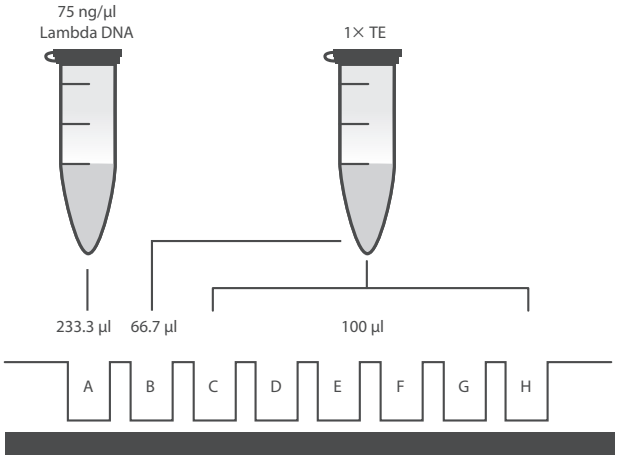

Figure 1: Workflow Standards—Preparation of Lambda DNA
a. Transfer 233.3 µl of 75 ng/µl lambda DNA to well A1 of a 96-well 0.65 ml midi plate (Figure 1).
b. Transfer 66.7 µl of 1× TE to well B of column 1 of the same 96-well 0.65 ml midi plate (Figure 1).
c. Transfer 100 µl of 1× TE to wells C, D, E, F, G, and H of column 1 of the same 96-well 0.65 ml midi plate (Figure 1).
d. Serially dilute lambda DNA by transferring 133.3 µl of lambda DNA from well A1 into well B1 (Figure 1). Pipette mix contents of well B1 five times, then transfer 100 µl from well B1 into well C1. Pipette mix contents of well C1 five times, then transfer 100 µl from well C1 into well D1. Pipette mix contents of well D1 five times, then transfer 100 µl from well D1 into well E1. Pipette mix contents of well E1 five times, then transfer 100 µl from well E1 into well F1. Pipette mix contents of well F1 five times, then transfer 100 µl from well F1 into well G1. Pipette mix contents of well G1 five times. **Do not transfer solution from well G1 to well H1. WellH1 serves as the blank (0 ng/µl DNA).**